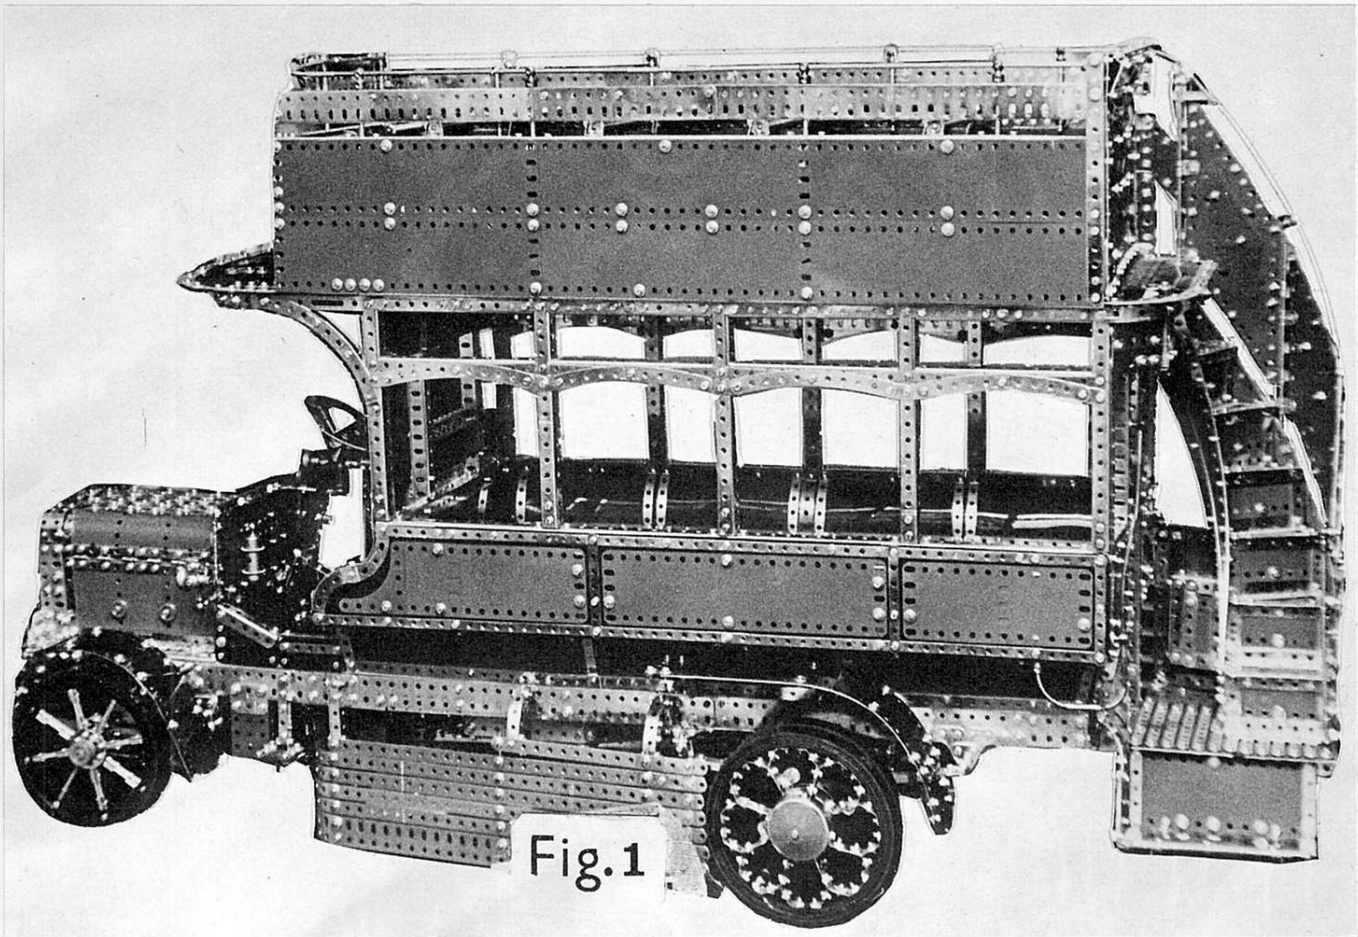

Fig. 1
No building instructions are available for Peter's model, but the advanced constructor will glean much from the 'open' construction of the bus and should learn more from the general observations in this article. Choice of colour schemes enabled the model to be reproduced in red, silver and black, as the prototype's original livery was commonly found in service with the London General Omnibus Company. It is actually the 'B' type bus and Fig. 1 shows the model on completion of the structural work. Based on a 'squared-up' chassis of long Angle Girders in deep section by overlaid Flat Girders, the model has a length of something over 3ft. 6in., or above 110 cm.
Strip will not match up with 11-hole spacing. Much of this information is obvious from a close study of Fig. 1 where, again, it will be seen that the three sets of twin 9½" Flexible Plates, overlapped by one set of slotted holes at two joins, gives an overall length to the top deck of 27½", the forward part of the upper deck being cantilevered over the driver's cab.
**Fig. 1 left, Peter Matthew's "B" type London General Omnibus of World War I vintage as it appeared upon completion of the structural work.**
**Fig. 2 right, Peter's first attempt at a 'General' was in 1969 with this version, in vintage nickel parts, of the late Stuart Wilson's original prize-winning model of 1916. Compare the advances in modelling with Figs. 1 and 3.**